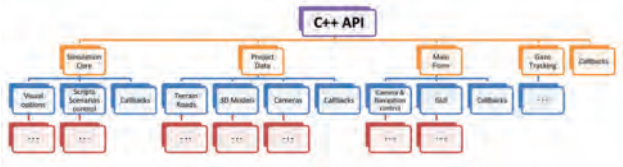

図2　C++ API構成
- これまでのUC-win/Road SDKより整理されたわかりやすい構成。C++オブジェクトとしてアクセス可能なAPI。（図2）